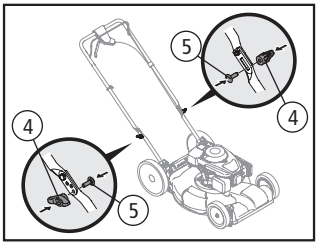

Fig. 07
**6.** Recoloque as porcas borboleta (4) e os parafusos franceses (5) removidos anteriormente nos furos inferiores do braço [Fig. 07].